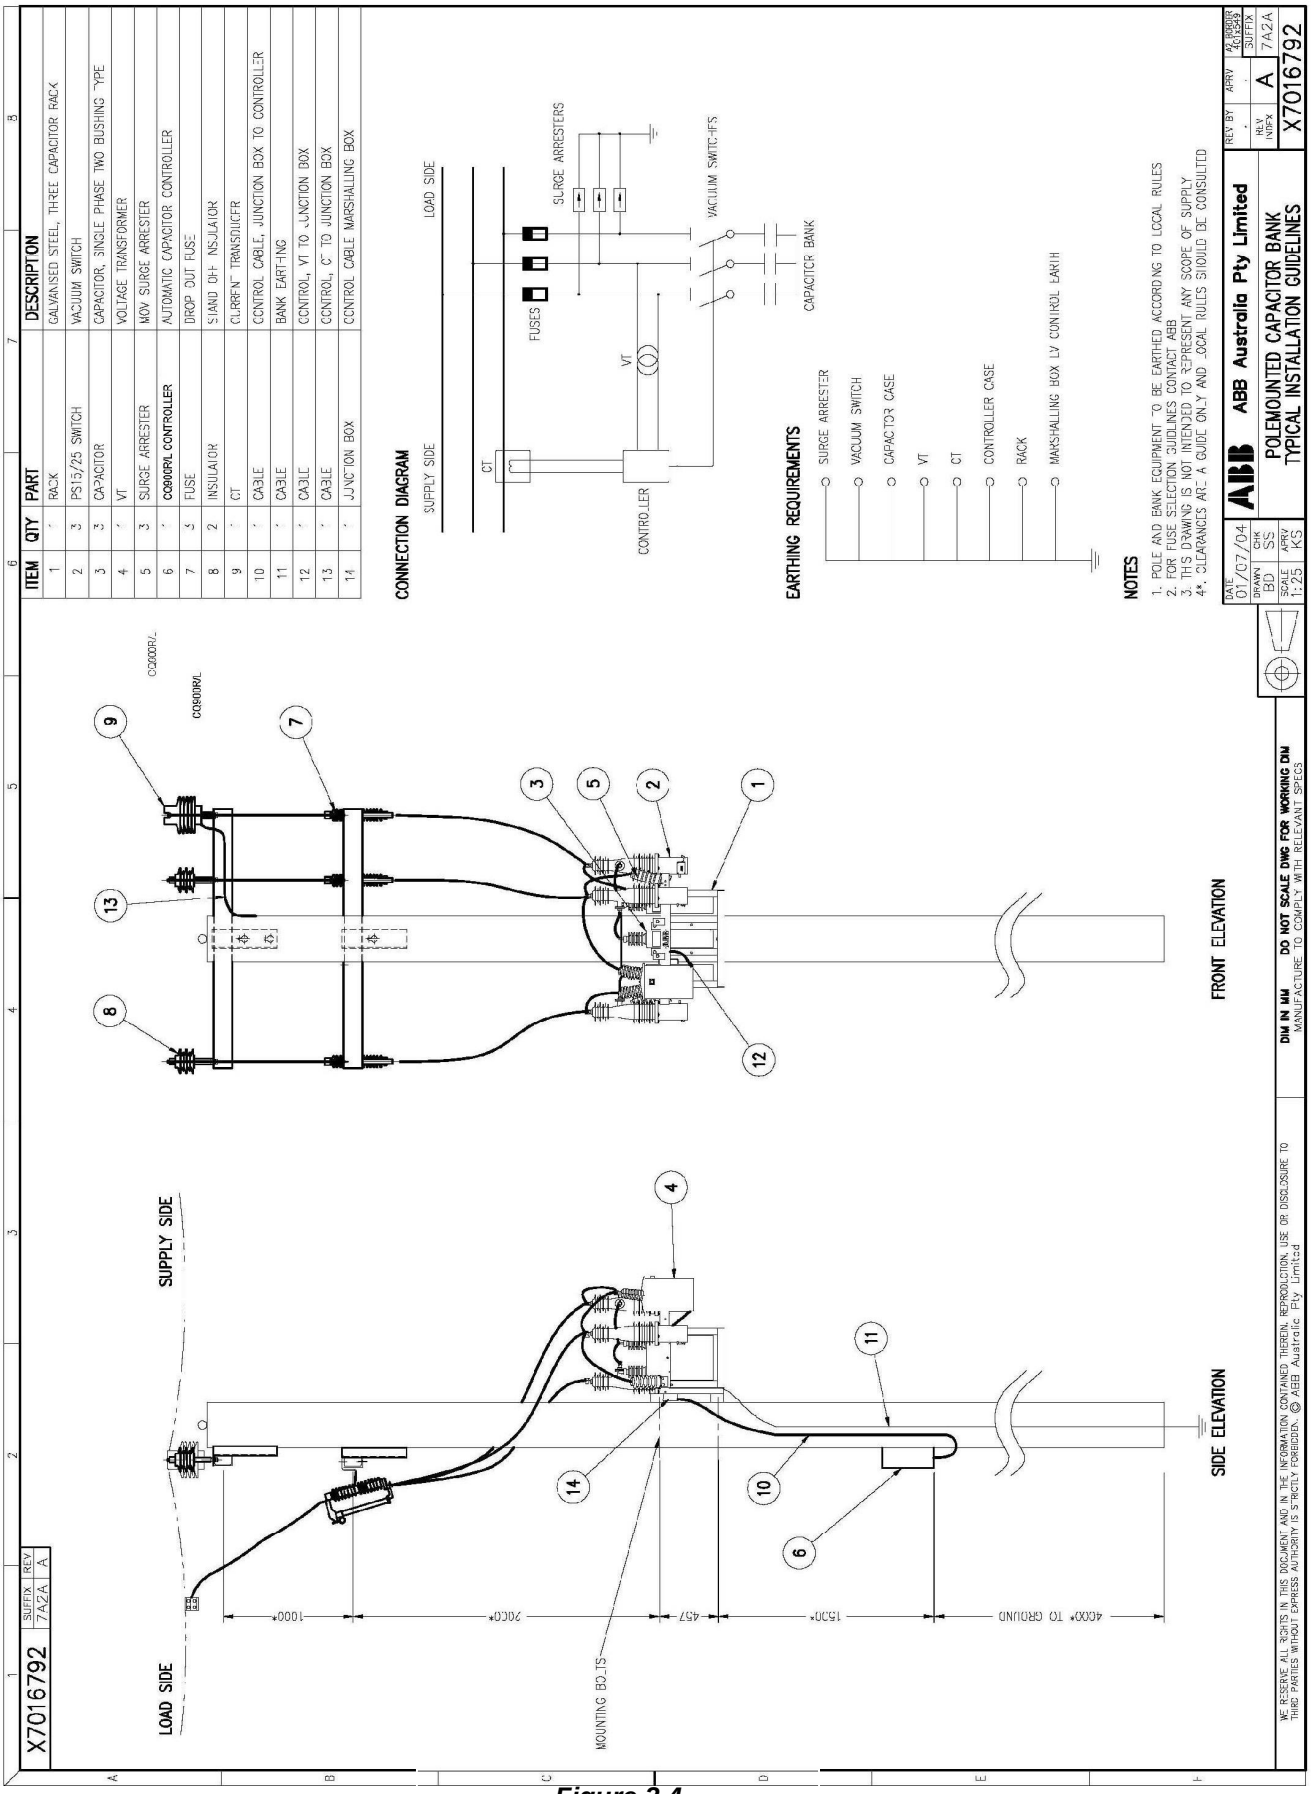

Figure 2.4
- **Kvar based measurement / switching –** The current sensor should be connected SOURCE side of the capacitor bank (as shown in figure 2.4)